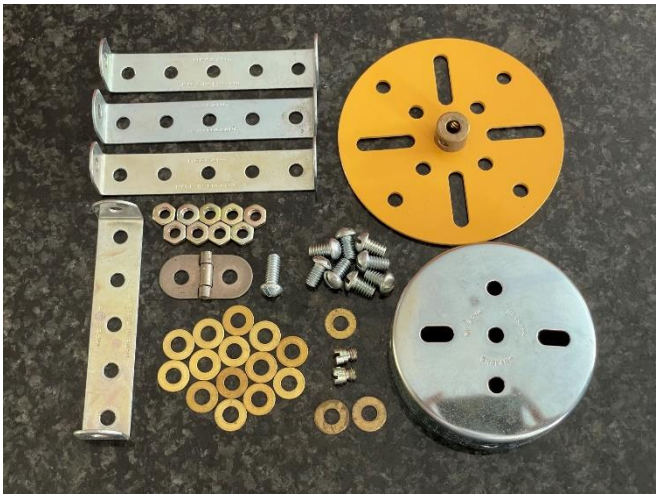

Abb. 2.1 Achsgehäuse - Einzelteile
- Die benötigten Teile sind in Abbildung 2.1 dargestellt.